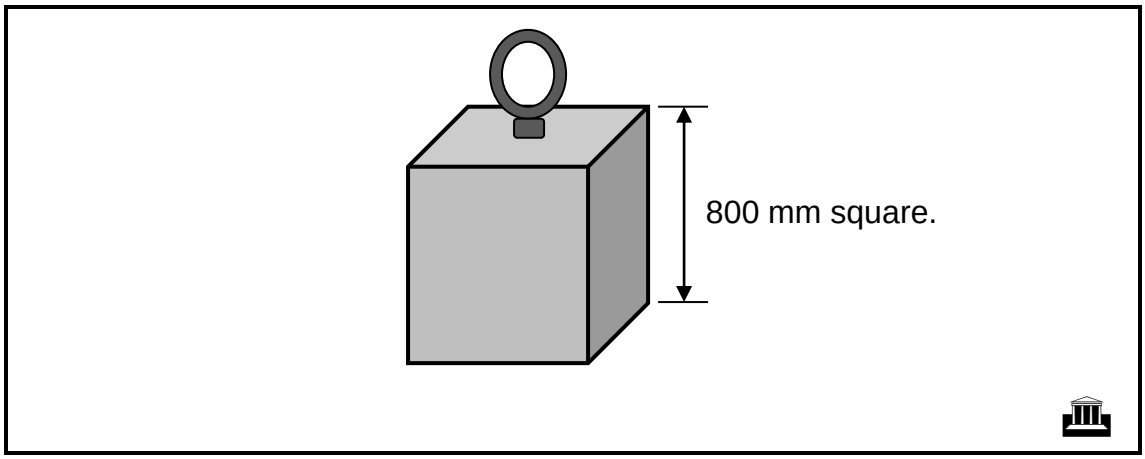

FIGURE 3
5.1 FIGURE 3 shows a solid square block with a mass of 2 500 kg that needs to be lifted up a mine shaft from a depth of 100 metres.